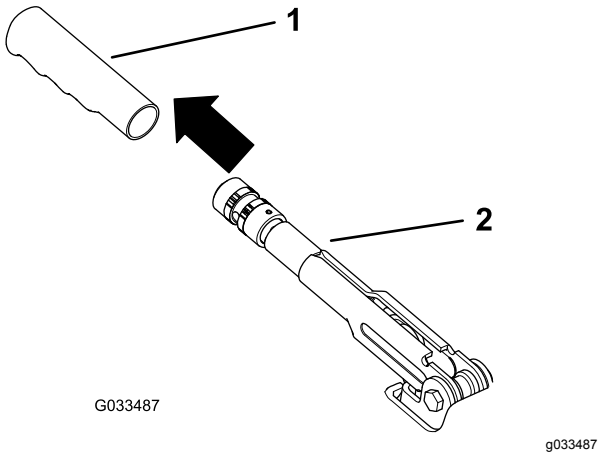

Figur 56
1. Ta bort gummihandtaget från parkeringsbromsspaken (Figur 56).
5. Montera gummihandtaget på parkeringsbromsspaken (Figur 56).